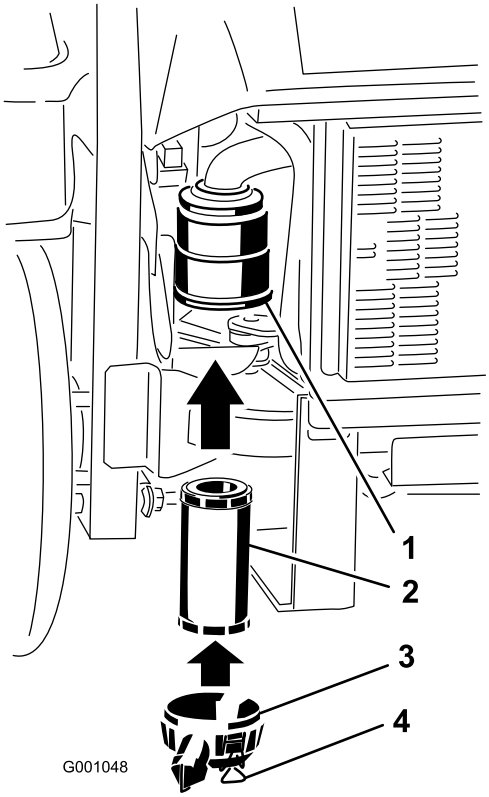

Figuur 40
2. Schuif het filter voorzichtig in de filterbehuizing (Figuur 40). Zorg ervoor dat het filter volledig vastzit door de buitenring van het filter tijdens de montage aan te drukken.
3. Monteer het luchtfilterdeksel en vergrendel dit (Figuur 40).